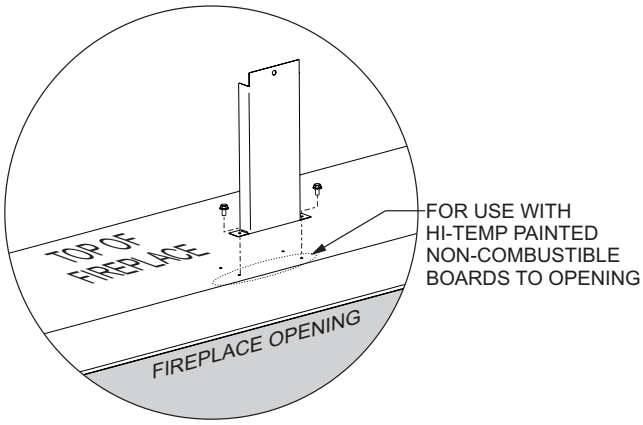

Figure 24
3. Secure the brackets to the fireplace top with six screws as shown in **Figure 24.** The screws are located in the hardware packet inside the envelope pack. There are holes located in the top of the fireplace for each standoff bracket. The hole closer to the front edge of the fireplace is for mounting noncombustible board around the opening (Finishing Option 1). The other hole is for mounting the non-combustible board flush to the fireplace face (top, side and bottom) (Finishing Option 2). **See Figures 24 to 27.**